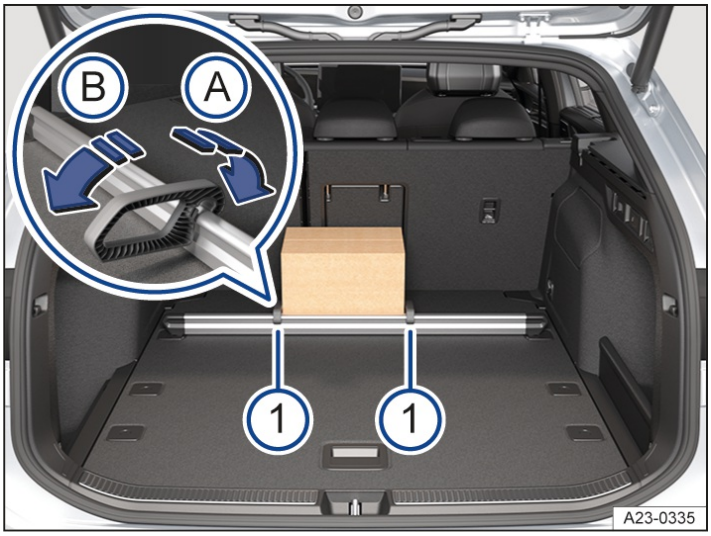

Fig. 2 In the luggage compartment: install and remove the fixing elements.
4. Hook the fixing element → *fig. 2* (1) into the rear of the crossmember as shown → *fig. 2* (arrow (A)).